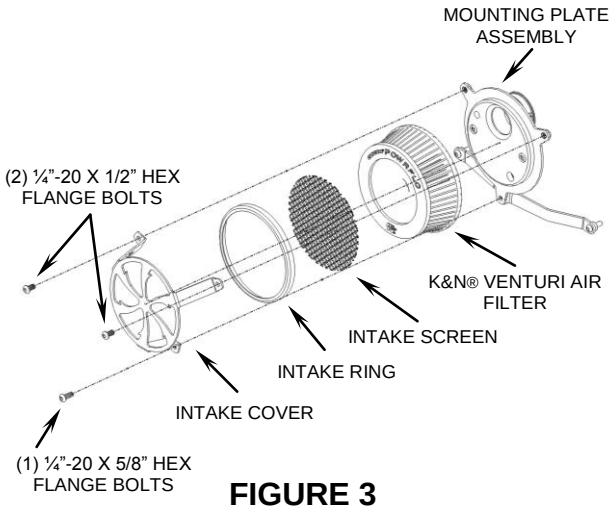

FIGURE 3
9. Place the supplied K&N® filter onto the velocity stack. Insert the round intake screen into the chrome ring so the screen sits inside the edge of the black ring. Place the ring and screen between the legs of the naked black intake cover as shown in Figure 3.
10. Place the naked intake cover, ring and screen assembled in Step 9, over the air filter and align each leg to the mounting plate holes. Be sure screen sits at a 45 ° angle to the bottom leg, and C/V logo'd leg is at the upper left position. Insert (1) supplied 1/4"-20 x 5/8" buttonhead bolt through the lower leg of the intake cover into the base mounting plate and into the support bracket threads, see Figure 3. Insert the remaining (2) 1/4"-20 x 1/2" buttonhead bolts through the upper legs of the intake cover and into the base mounting plate. Lightly snug to hold all parts in place.